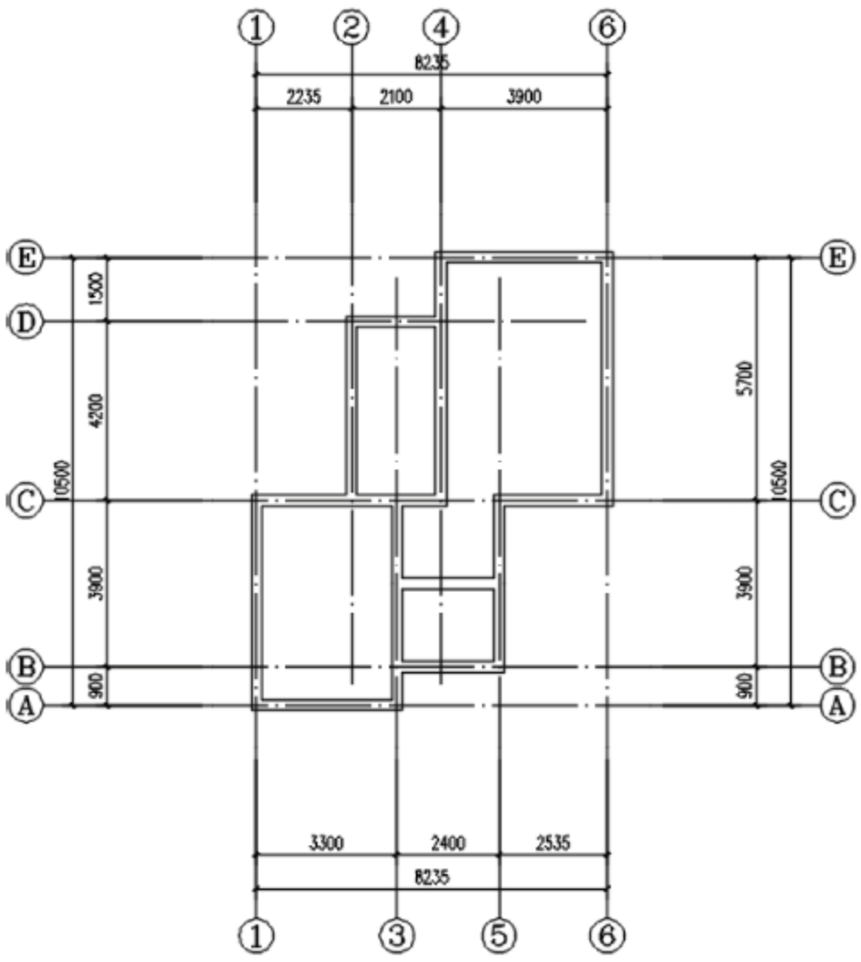

图 3-19　净距偏移
净距偏移如图 3-19 所示。
(1) 单击菜单中“墙体”→“净距偏移”命令，偏移距离设置为“1710”，绘制内墙，结果如图 3-19 所示，命令行提示如下。